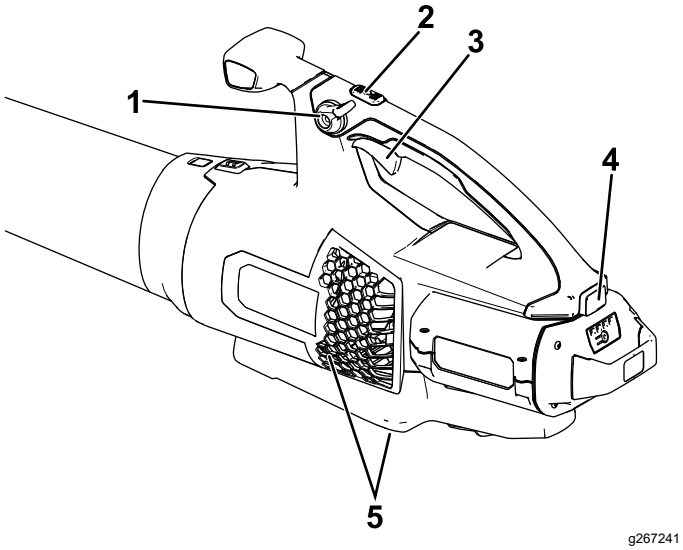

**Figure 7**
4. Pour mettre le souffleur en marche, serrez la gâchette de vitesse variable (Figure 7).
à appuyer sur la gâchette de vitesse variable (Figure 7).
Pour obtenir des performances optimales (débit d'air), maintenez le bouton Turbo Boost enfoncé pendant la durée souhaitée (Figure 7).
Pour régler le débit du souffleur en marche, serrez la gâchette de vitesse variable (Figure 7).
Pour maintenir le débit d'air actuel, engagez le blocage de vitesse (Figure 7).
Pour arrêter le souffleur, déverrouillez le blocage de vitesse (le cas échéant) et relâchez la gâchette de vitesse variable (Figure 7).